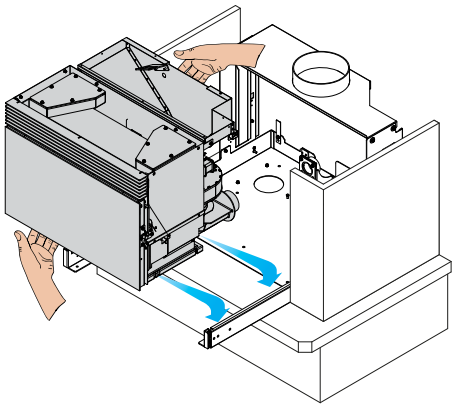

fig. 6.1.10
10) Remettre la machine dans les rails (Fig. 6.1.10)